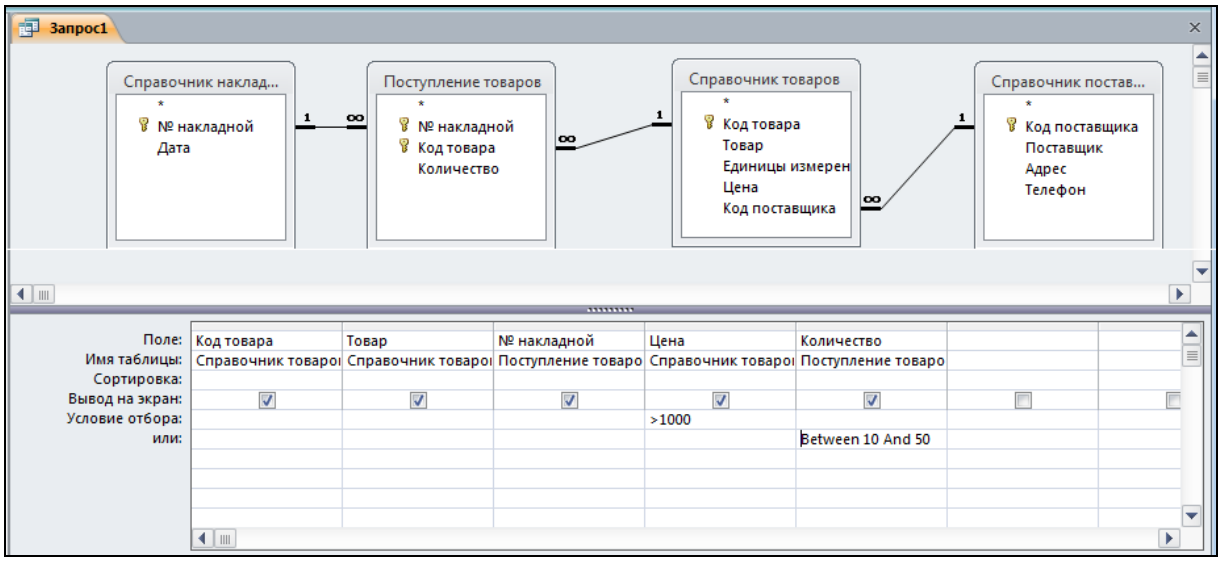

Рис. 4.6. Условие отбора
4. В раздел параметров запроса добавляются те поля, значения которых должны быть отображены в результате выполнения запроса (рис. 4.6). Добавить поле в запрос можно двойным щелчком по его названию в соответствующей таблице, расположенной в верхней части окна запроса.
5. В строке *Условие отбора* записываются условия запроса (рис. 4.6). Операторы, используемые в запросах, описаны в табл. 4.1.